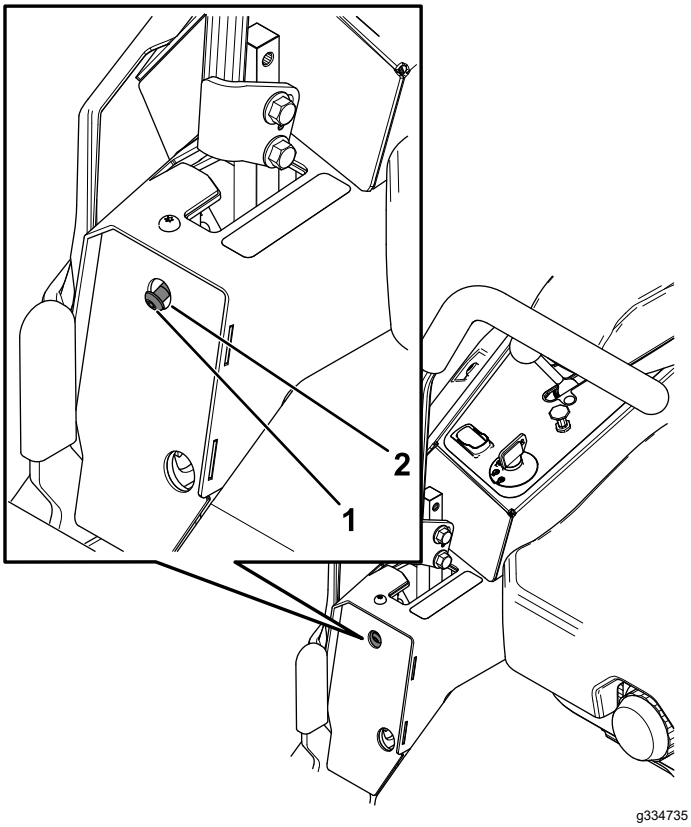

Bild 55
6. Wenn die Maschine nach rechts zieht, stecken Sie einen Sechskantschraubenschlüssel durch das Zugangsloch in der Abdeckungsplatte vorne links und drehen Sie die Spurweitenschraube nach rechts oder nach links, um das Spiel des Hebels einzustellen (Bild 55).
7. Wenn die Maschine nach links zieht, stecken Sie einen Sechskantschraubenschlüssel durch das Zugangsloch in der Abdeckungsplatte vorne rechts und drehen Sie die Spurweitenschraube nach rechts oder nach links, um das Spiel des Hebels einzustellen (Bild 55).